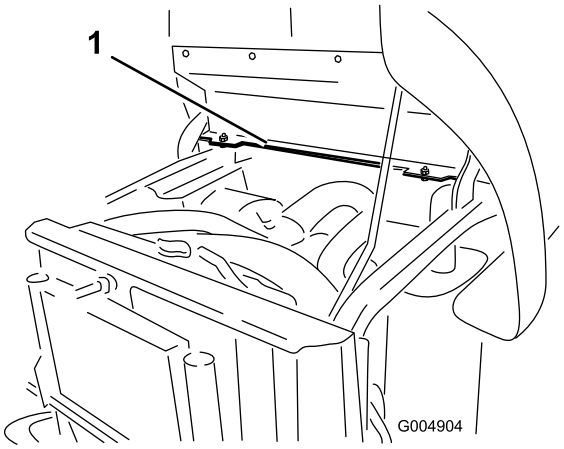

Figur 8
1. Find de 2 monteringshuller i venstre side af den bagstelmonteringen (Figur 8).